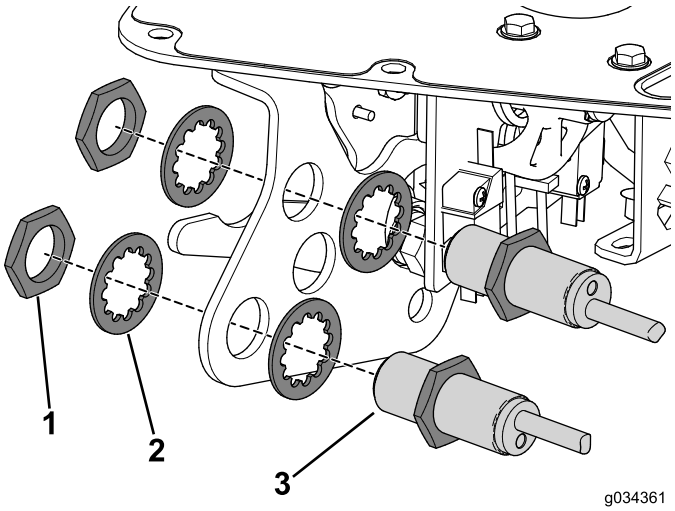

図 23
3. 近接センサーを機能レバーブラケットに固定する先ほど外したナットとロックワッシャを使う図 23。